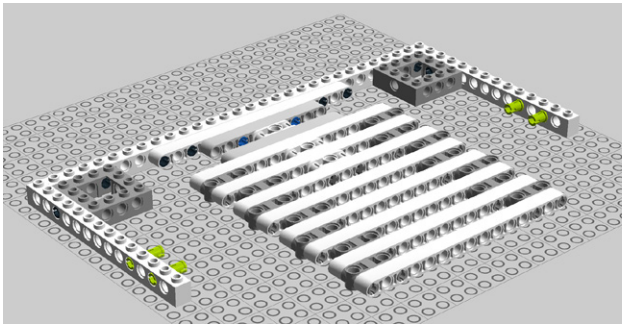

Figure 8-21. *Step 16: Attaching the pegs*
16. Insert four connector pegs as shown in Figure 8-21.